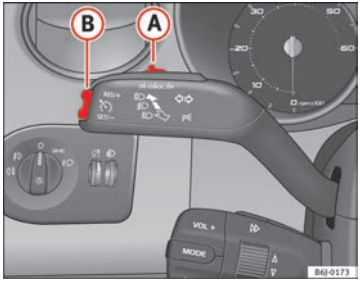

Fig. 114 Turn signal and main beam headlight lever: switch and rocker switch for the cruise control
- when the lever (A) is moved in the direction of **OFF** without fully being engaged.
To resume cruise control, release the brake or clutch pedal or reduce the vehicle speed to less than 180 km/h and press once on the upper part of the rocker switch **RES** ⇒ fig. 114 (B).